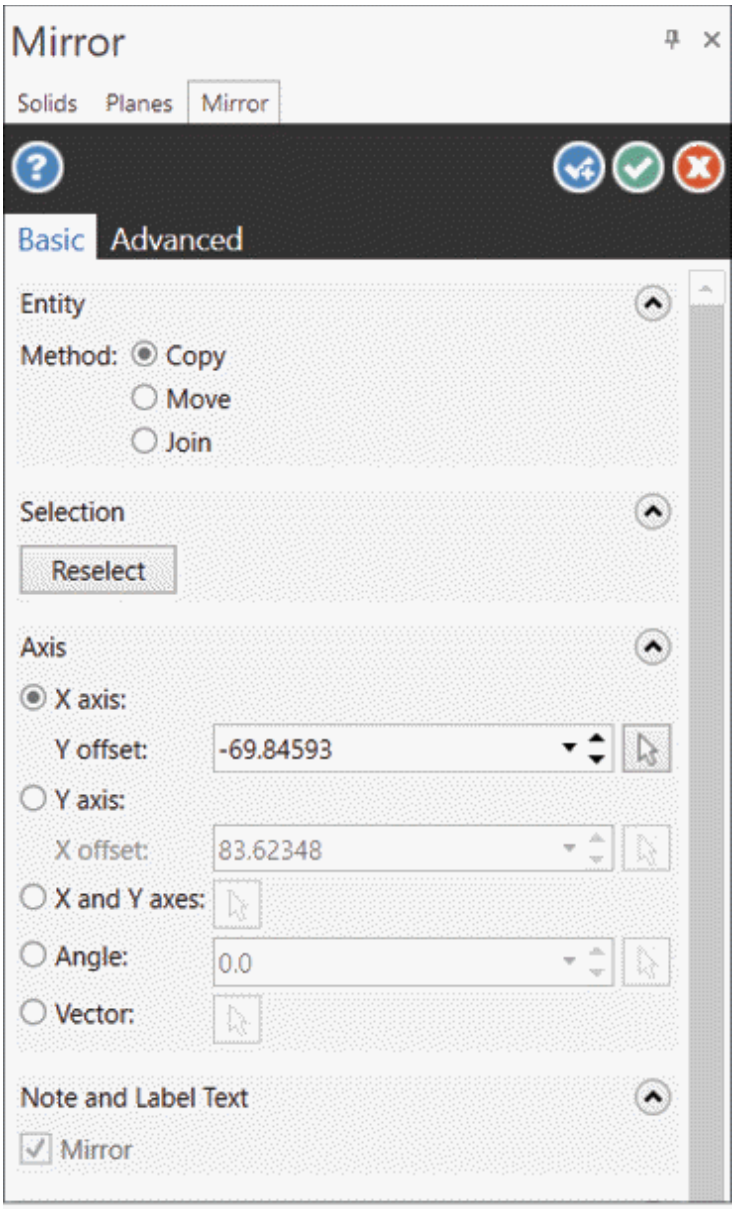
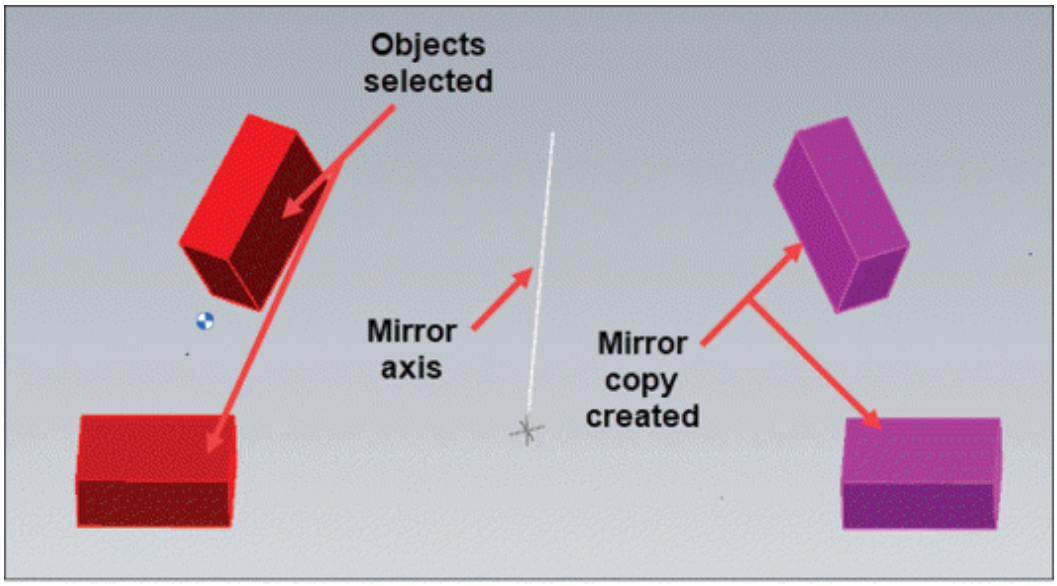

Figure-8. Mirror Manager
Figure-9. Preview of mirror copy
- Select desired objects and click on the **End Selection** button. The options of **Mirror Manager** will become active; refer to Figure-8 and preview of mirror copy will be displayed; refer to Figure-9.